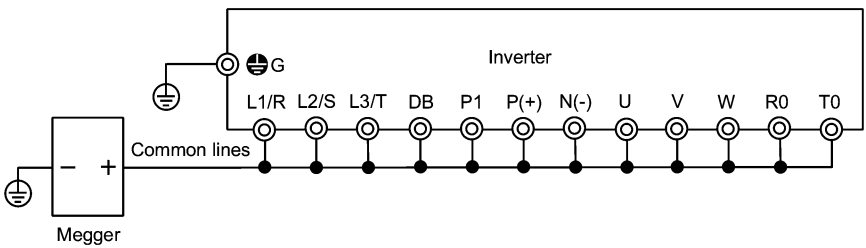

Figure 7.2 Megger Test
3) Connect the main circuit terminals with a common cable as shown in Figure 7.2.